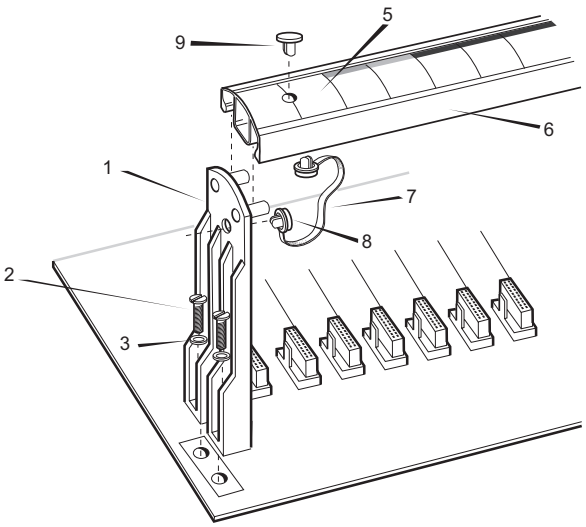

Figure 4.7: Mounting a tagging-strip post
b) Attach each mounting post (1) to the backplane with two M3 x 12mm mounting screws (2) and washers (3) (Figure 4.7).
c) Slide the tag label (5) into the plastic holder (6) and retain with a plastic rivet (9) (Figure 4.7).
d) Attach the plastic retaining tie (7) with two plastic rivets (8) (Figure 4.7).